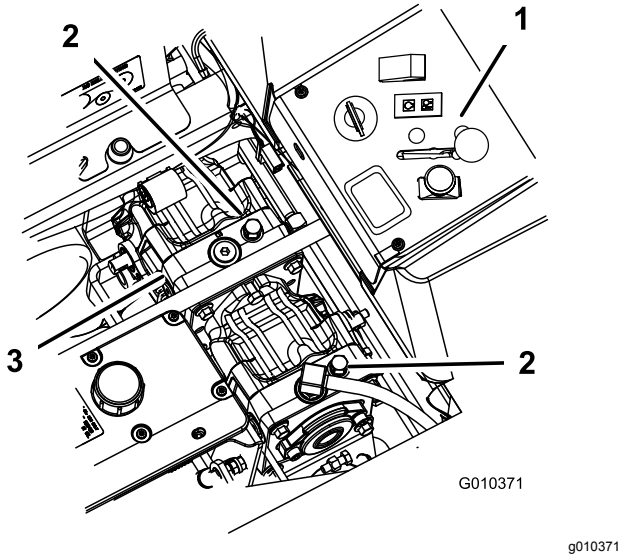

Figur 24
2. Drej omløbsventilerne en omgang mod uret. Derved får hydraulikvæsken mulighed for at løbe uden om pumpen, hvilket gør hjulene i stand til at dreje (Figur 24).
Drej omløbsventilerne en omgang med uret for at betjene maskinen (Figur 24).